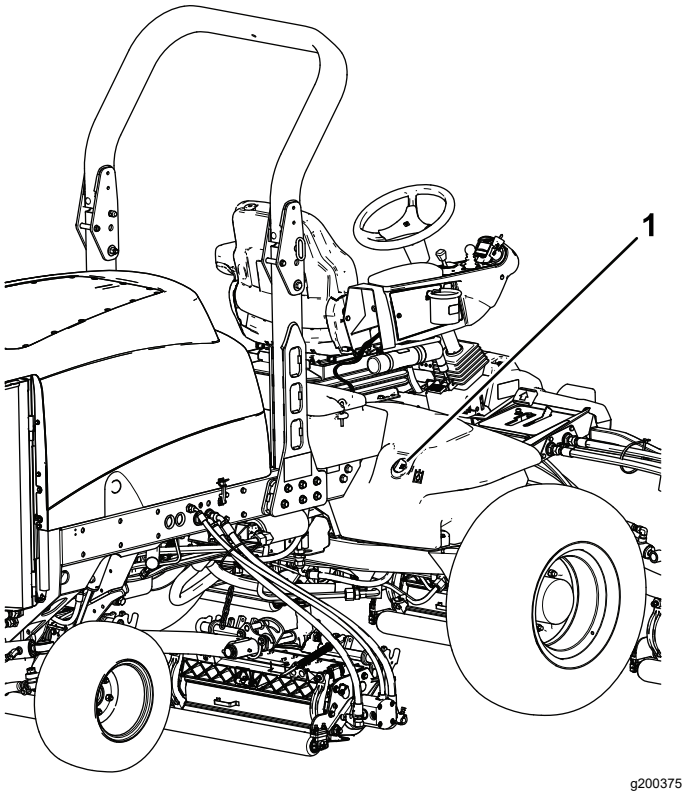

**Рисунок 117**
2. Очистите зону вокруг заливной горловины и крышки гидравлического бака (Рисунок 117).